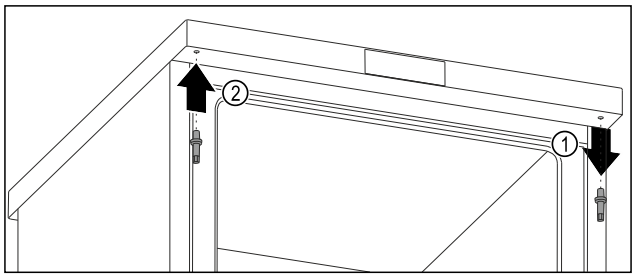

Fig. 14
- ▶ Odšroubujte horní čep imbusovým klíčem. *Fig. 14 (1)*
- ▶ Čep na opačné straně utáhněte imbusovým klíčem. *Fig. 14 (2)*